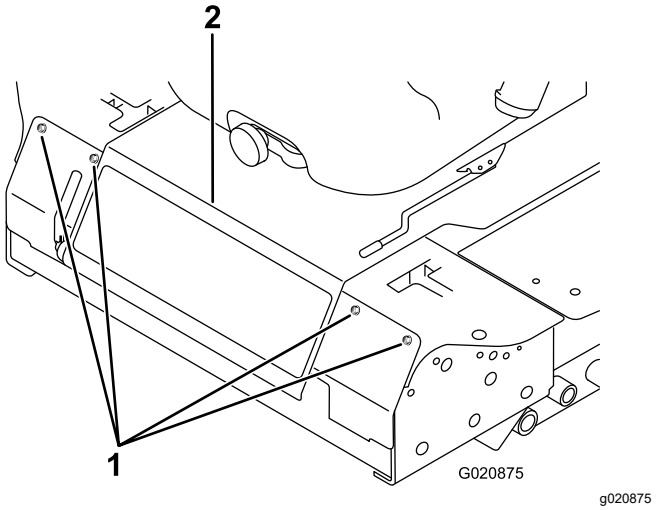

Figur 54
3. Lossa skruvarna som håller fast den främre panelen och ta bort den (Figur 54).